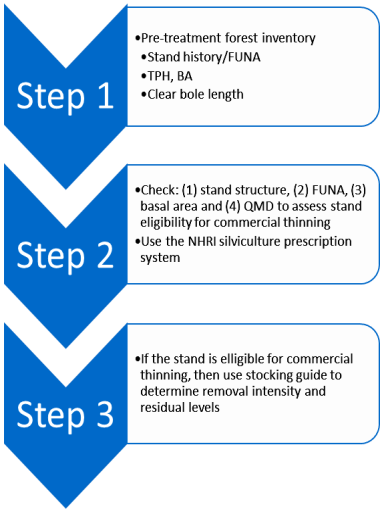
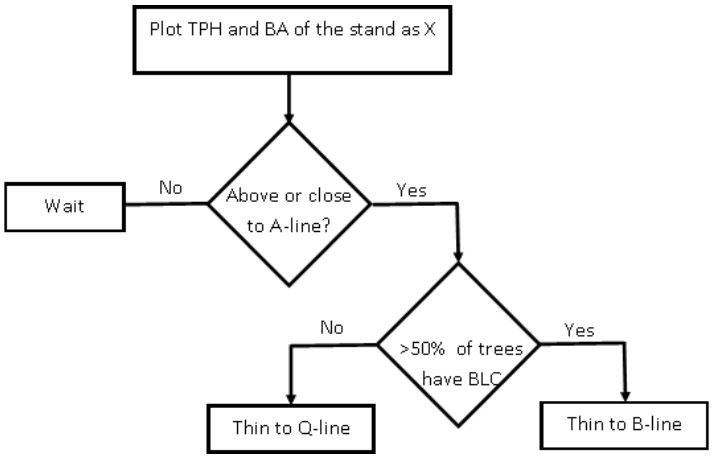

Figure 2: Steps to follow when considering
Figure 3: Decision tree to assess thinning need using stocking guides
The stocking guide provides forestry practitioners with a valuable tool for making stand-level decisions on when to thin a stand based on stocking and average stand diameter. There are three important steps needed to be followed (Figure 2) to apply the stocking guide. At first, stand-level information is obtained through a pre-treatment forest inventory (Figure 2: Step 1). This will provide the necessary information to use the NHRI Silviculture Prescription System (SPS) for determining stand eligibility for commercial thinning (Figure 2: Step 2).
When the stand is eligible for commercial thinning, use of stocking guide is recommended to determine removal intensity and residual levels (Figure 2: Step 3). The two basic stand attributes that are required to use the stocking guide are: (1) the number of trees per hectare (TPH), and (2) the basal area per hectare (BA). This information is generally obtained from a pre-treatment forest inventory (Figure 2: Step 1). Once TPH and BA are known, stocking level and quadratic mean diameter of the stand are determined by plotting the stand position in a stocking guide, where: X-axis = TPH and Y-axis = BA of the stand. When a stand is close to A-line (green line), it represents that the stand is at the upper limit of fully stocked zone. In this condition, trees will start to die because of competition (the area above the line is also know as 'Zone of imminent competition and mortality'). At this point, diameter growth of crop trees will be minimum. Therefore, this is the right time to thin the stand. If the stand diameter is less than 15cm and at least 50% trees do not have 5m long clear bole, then thin the stand to Q-line (Figure 1: point B from Point A). Crop trees will naturally prune the lower branches at this level of stand density. In the future, stand will develop from point 'B' towards point 'C'. When the stand is at point 'C', the stand is again at the upper limit of the fully stocked zone. At this time, the QMD will be greater than 15cm and ≥ 50% of the trees will have 5m long clear bole. Thus, at this time, the stand can be thinned to B-line (Figure 1: from Point 'C' to Point 'D'). The stand will develop towards point 'E' in future. A decision tree, presented in Figure 3, can be used with stocking guide to assess thinning needs for a given stand.